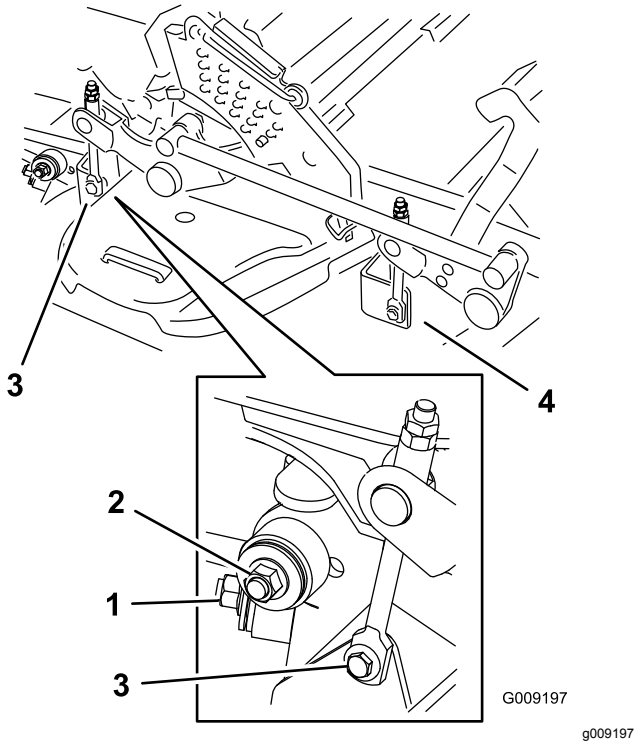

Figur 108
7. Ta bort och håll reda på beslagen på däckets båda sidor (Figur 108).